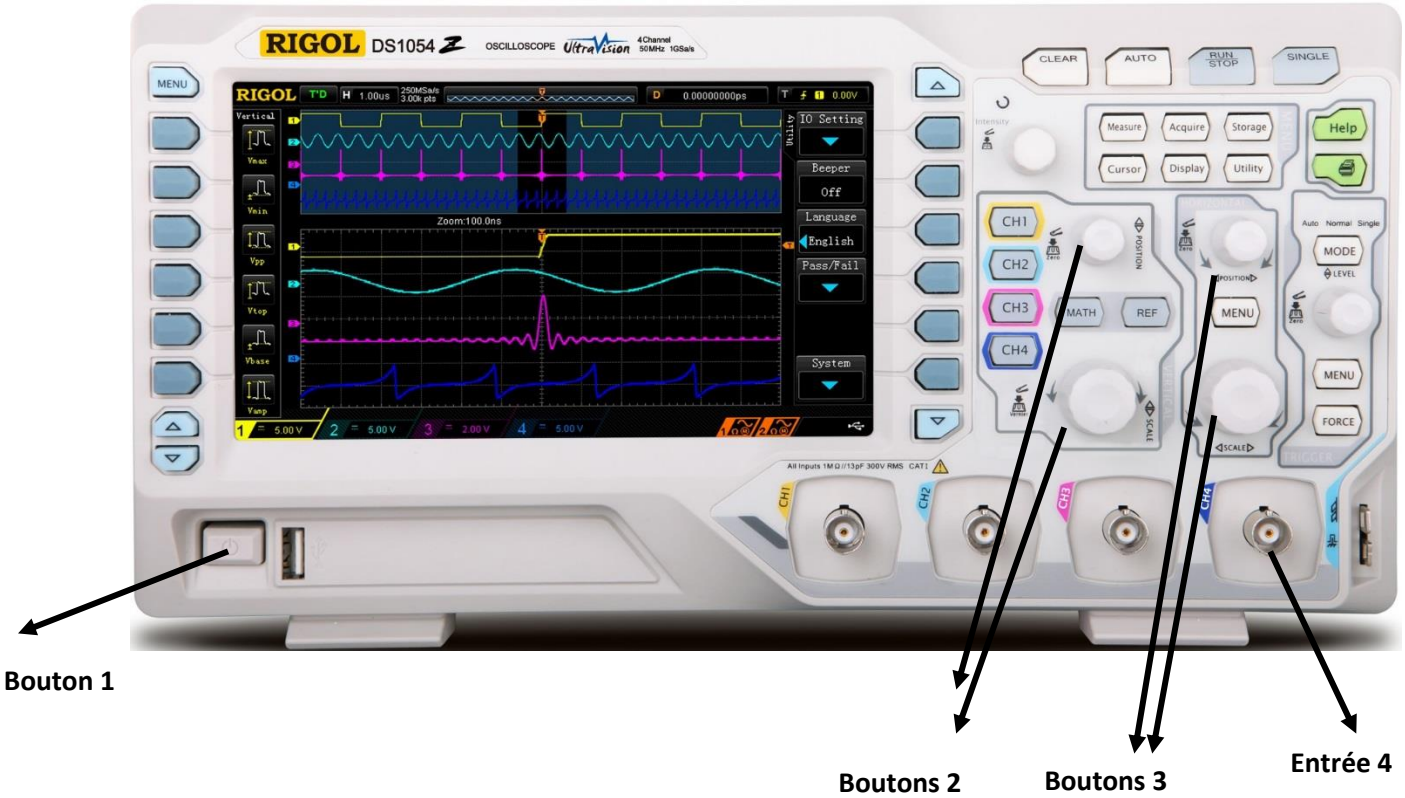

Figure 4 : Façade avant d'un Oscilloscope Rigol DS1074Z
3.5.3 A quoi servent les boutons/entrées mentionnées sur la figure 4 :